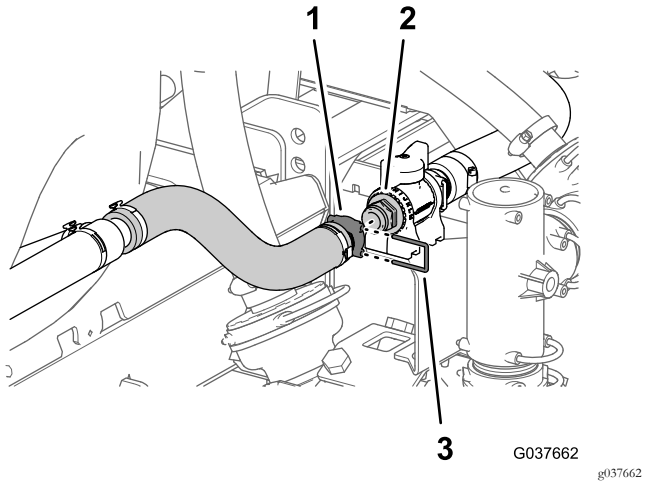

Figura 57
6. Monte el acoplamiento dentado recto del conjunto de boquillas de agitación en el acoplamiento rápido de la válvula de control de agitación con la horquilla de retención suministrada con el conjunto de boquillas de agitación (Figura 57).